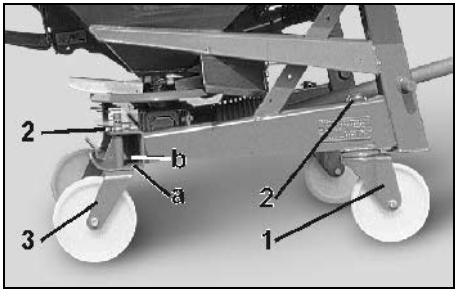

Rys. 70
- Łożyskowane oporowo rolki (Rys. 70/1) zamontować z przodu na wspornikach i zabezpieczyć zawleczkami (Rys. 70/2).
- Proste rolki bieżne (Rys. 70/3) zamontować z tyłu na szynie i zabezpieczyć składaną zawleczką (Rys. 70/2).